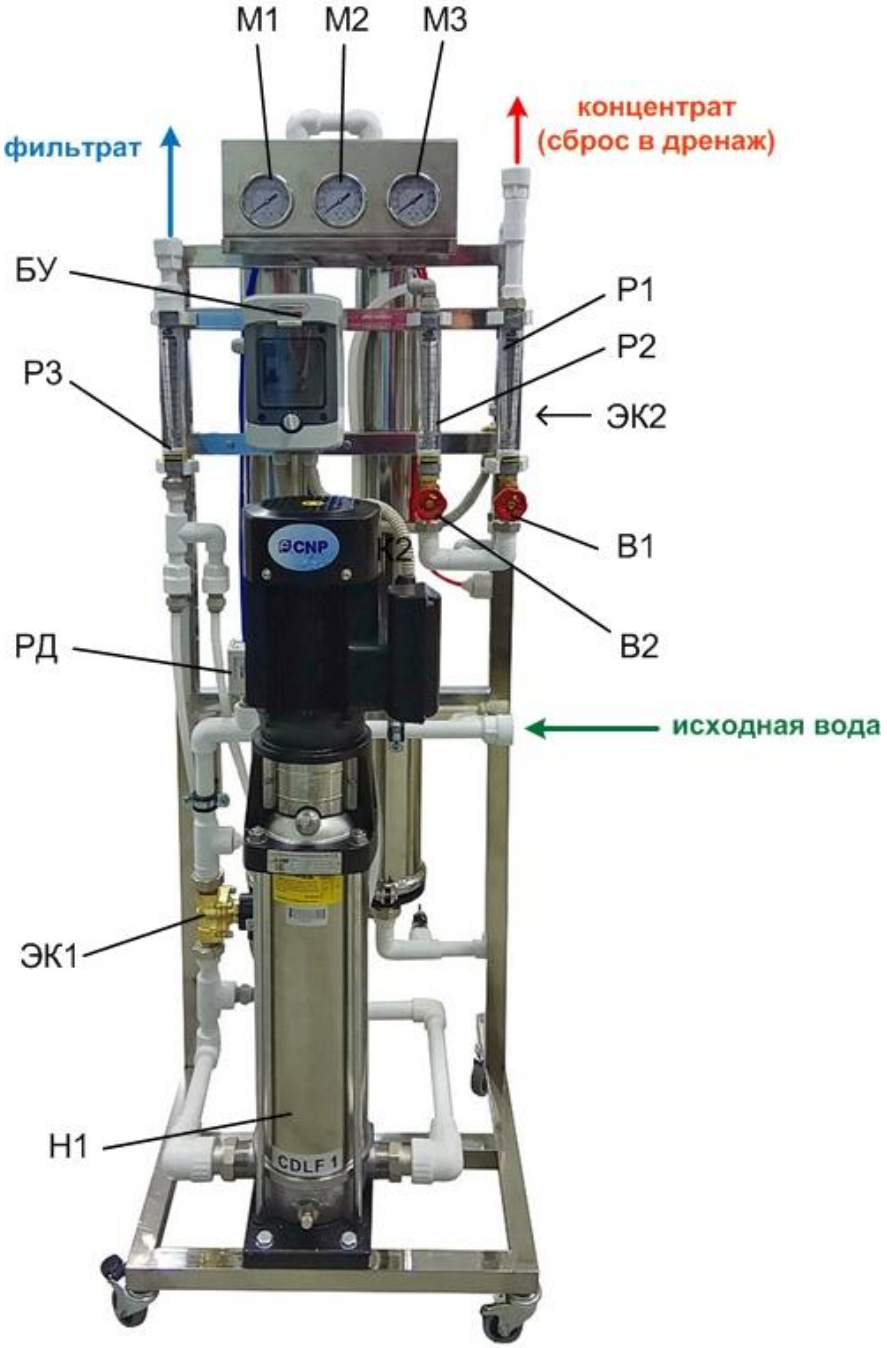

Рис.1 Общий вид установки.
2.1 Общий состав установки (см. рис. 1)
2.1.3 Насос высокого давления (Н1 - на рис. 1) предназначен для повышения давления перед мембранным блоком до значения, необходимого для нормальной работы мембранных элементов.
Установка оснащена следующими приборами (рис. 1):